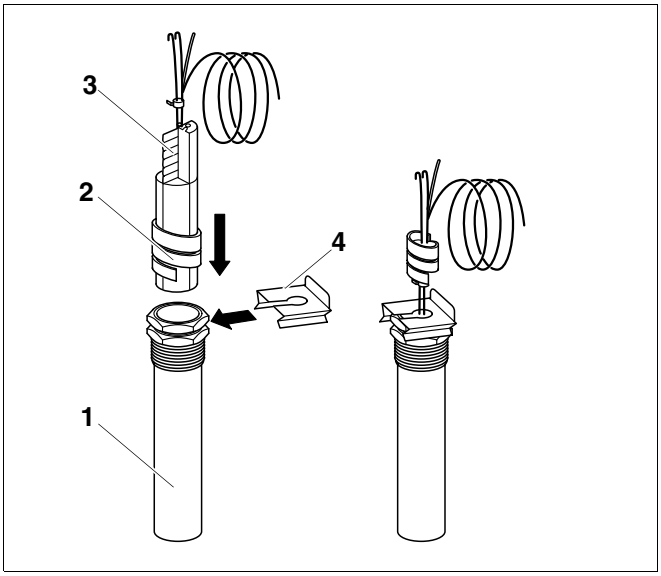

Рис. 65 Гильза для датчиков
- Вставить температурные датчики до упора в гильзу (рис. 65, **поз. 1**, место измерения).
- Пластмассовая спираль (рис. 65, **поз. 2**) автоматически сдвигается назад. Компенсационная пружина (рис. 65, **поз. 3**) должна быть вставлена в гильзу (рис. 65, **поз. 1**).
- Надеть фиксатор датчиков (рис. 65, **поз. 4**, поставка с системой управления) сбоку или сверху на оголовок гильзы.